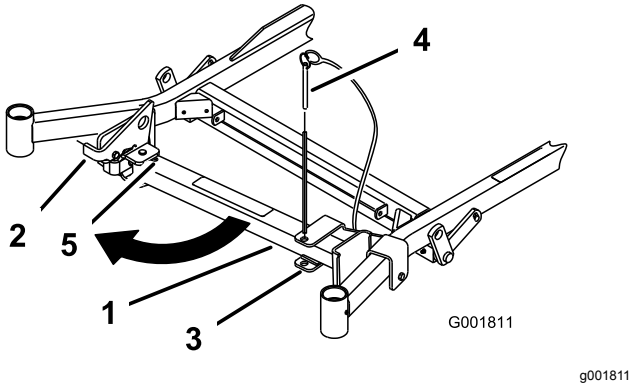
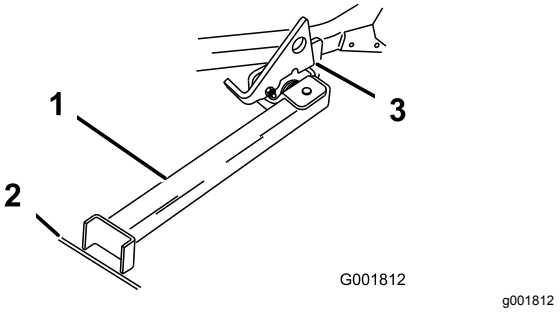

Rysunek 42
Rysunek 43
2. Usuń sworzeń wspornika (Rysunek 42).
3. Unieś zaczep. Obróć stopę podpory z przodu i przesuń ją w kierunku maszyny, w dół szczeliny (Rysunek 42 i Rysunek 43).
6. Ustaw stopę podpory na ziemi i oprzyj zaczep na występie osi przegubu (Rysunek 43).
Informacja: W celu uzyskania najlepszych wyników umieść stopę podpory w pęknięciu chodnika lub darni (Rysunek 43).
8. Wjedź na podpórkę. Zatrzymaj się, gdy zaczep wpadnie na występ i SIĘ ZABLOKUJE (Rysunek 43). Po wjechaniu na podporę zaciągnij hamulec postojowy i wyłącz silnik.
7. Ustaw podporę w położeniu SPOCZYNKOWYM (Rysunek 42).